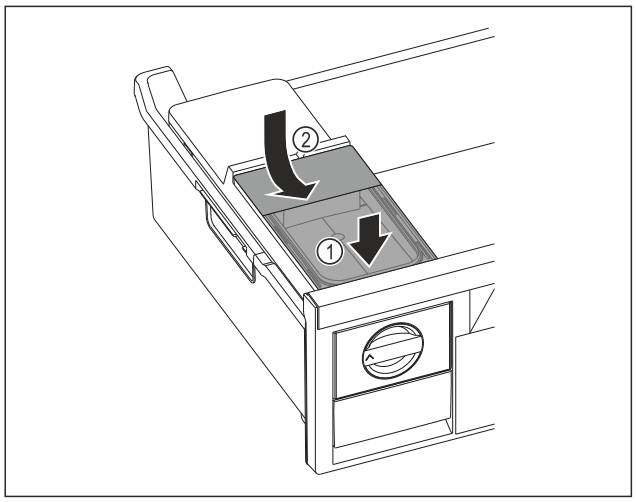

Fig. 99
▶ Placer le réservoir d'eau à l'avant. *Fig. 99 (1)*
▶ Abaisser le réservoir d'eau à l'arrière. *Fig. 99 (2)*